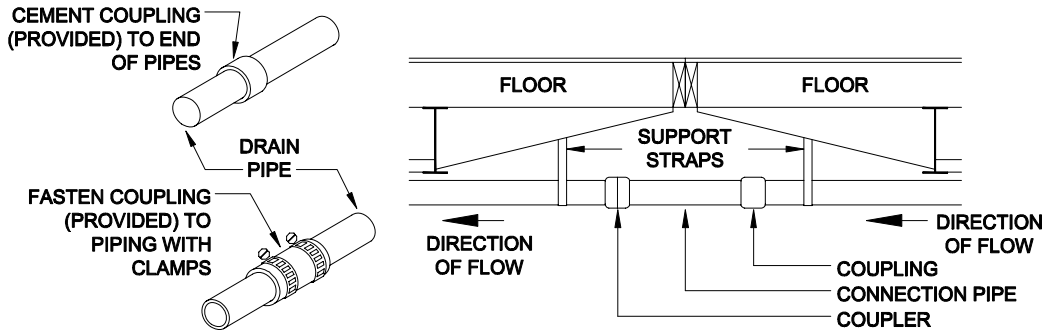
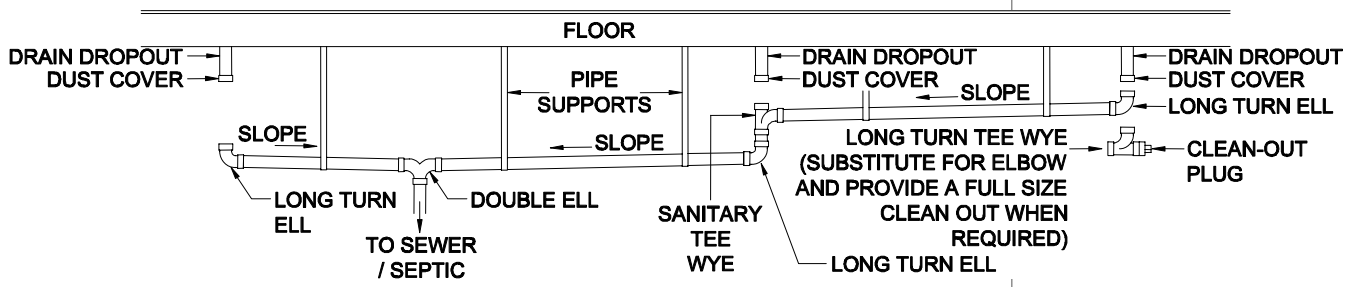

Figure 47. *Drain crossover connection*
Figure 48. *DWV system*
2. **Assemble pipes.** Using the drain schematic drawing provided with the home, begin assembling the DWV system starting at the location farthest from the sewer/septic connection and working towards the outlet, fastening the pipe with cement or adjustable screw-clamp connectors, if provided (**Figure 47**). As the system is assembled, support the piping with temporary blocking. Unless otherwise noted on the schematic diagram, provide a minimum 1/4 inch per foot slope towards the sewer/septic using a plumber's level. Where a slope of 1/4 inch per foot cannot be maintained, use a minimum slope of 1/8 inch per foot and install of a full-size clean-out at the uppermost point of the run (**Figure 48**).